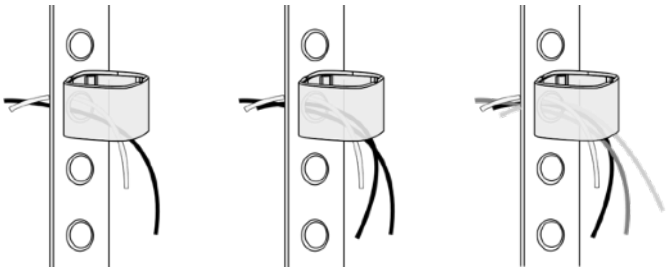

Fig 3 *Fig 4* *Fig 5*
3. Route wires through knockout and into the FWC. ***Fig 3.***